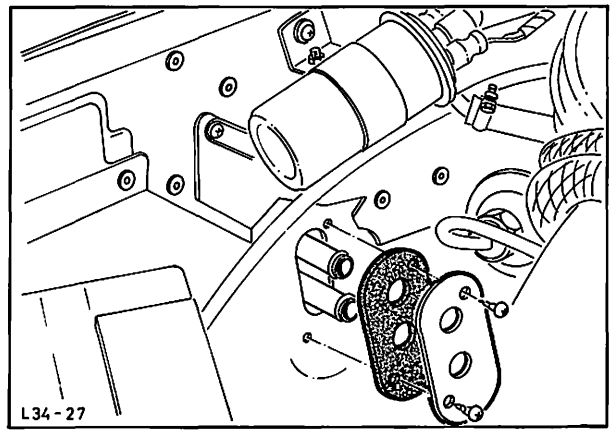

Abb. 31 Abdeckung mit Dichtung-Anschlußstutzen Wärmetauscher montieren
21. Abdeckblech mit Dichtung – Anschlußstutzen Wärmetauscher einsetzen und festschrauben, Abb. 31.